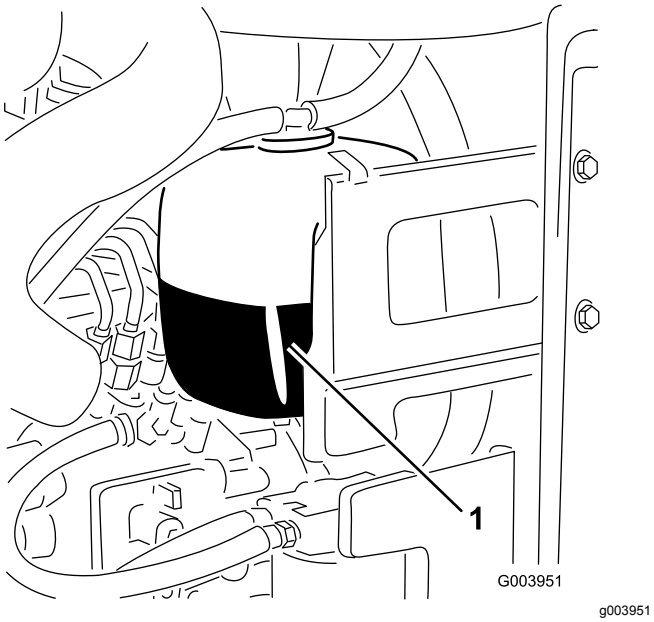

Figuur 31
1. Controleer het koelvloeistofpeil in de expansietank (Figuur 31).